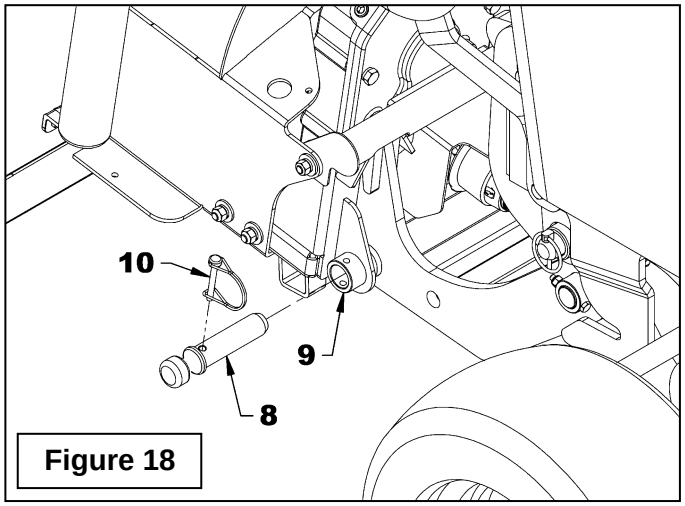

Figure 18
Figure 18 : Insérer les deux goupilles de l'attache de la souffleuse (item 8) dans les coussinets de l'attache de la souffleuse (item 9) et fixer avec les goupilles de verrouillage rondes 1/4" x 1 3/4" (item 10).